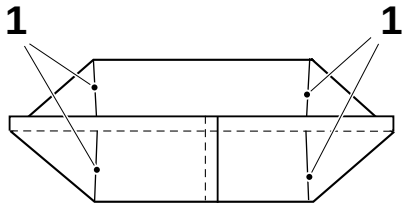

fig.1 OK
- los pliegues están uno enfrente de otro (fig. 1)
- los pliegues son paralelos (fig. 1)
- los pliegues están en ángulo (fig. 1).